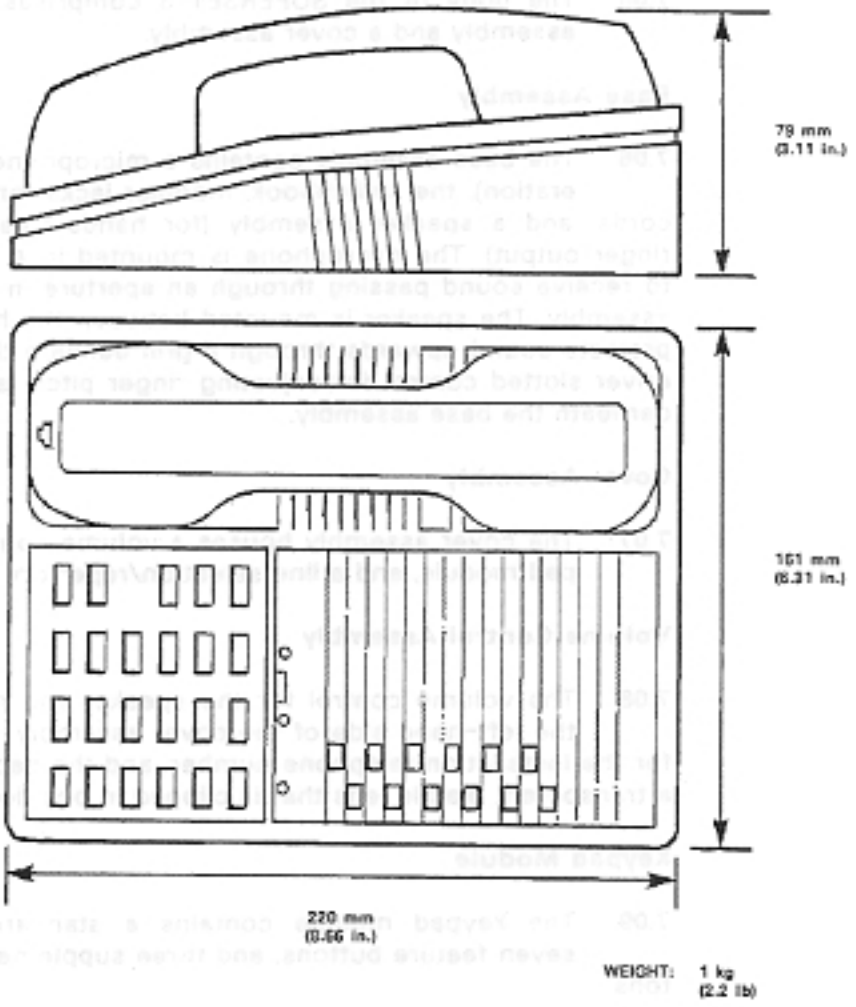

Figure 7-1 SUPERSET 3 Dimensions
7.04 The SUPERSET 3 body and handset are of plastic construction. The dimensions of the SUPERSET 3, with handset on-hook, are given in Figure 7-1. The body and handset are interconnected via a modular detachable handset cord, plugged into the side of the body. Line connection to the set is by means of a modular detachable line cord, plugged into the rear of the set. An optional rear support can be clipped in position beneath the set. This would be used when the set is likely to be placed some distance from the user.